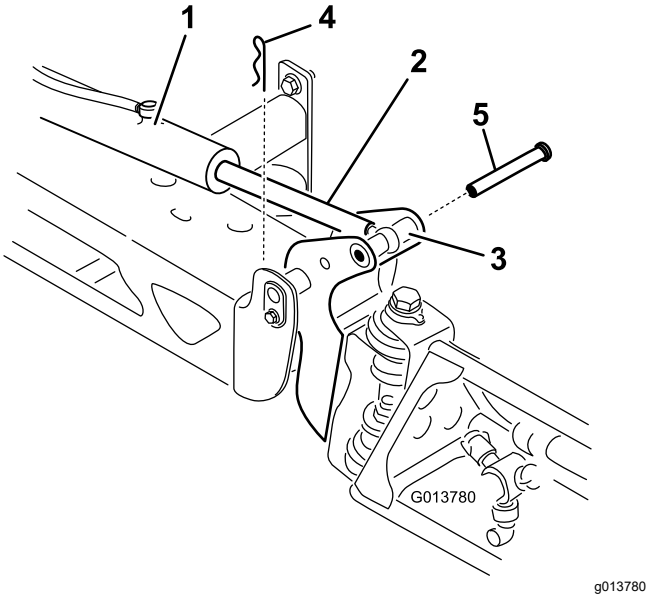

Figure 64
2. Retirez la goupille fendue de l'axe de pivot (Figure 64).
3. Élevez la rampe et retirez l'axe (Figure 64), puis abaissez lentement la rampe au sol.
9. Tout en maintenant la rampe, insérez l'axe dans le pivot de rampe et la tige de vérin (Figure 64).